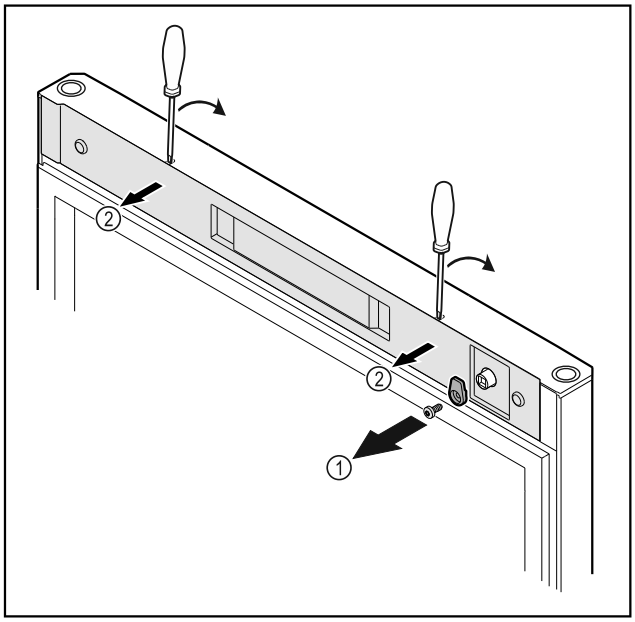

Fig. 8
▶ Dévisser le crochet de fermeture *Fig. 8 (1)*.
▶ Décrocher le cache *Fig. 8 (2)* avec un petit tournevis et le retirer.